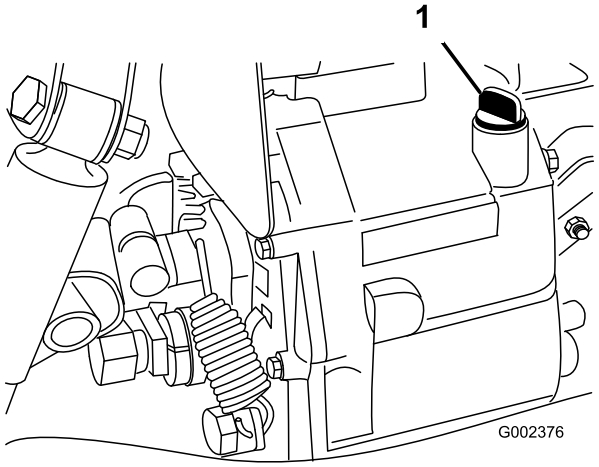

Figur 16
2. Rengjør området rundt peilestaven (Figur 16).